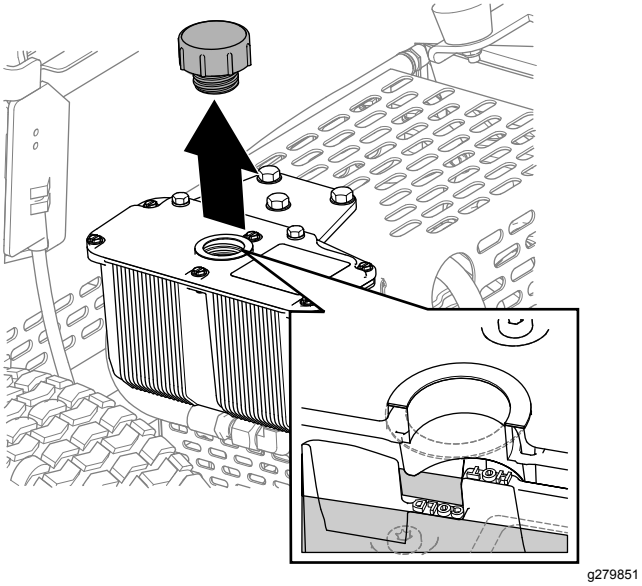

Figure 35
3. Enlevez le bouchon et contrôlez le niveau de liquide hydraulique dans le réservoir (Figure 35).